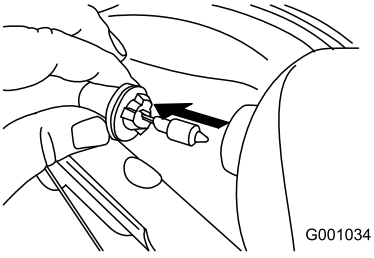

Figur 57
3. Dra lampan rakt ut på strålkastarens baksida (Figur 57).